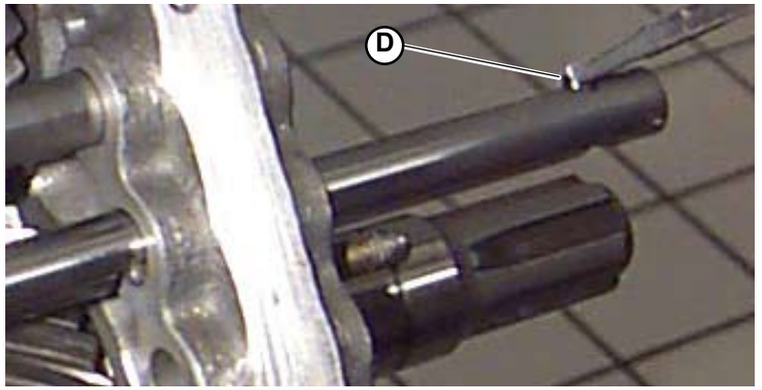

Fig.5
- Introduce the dowel in the orthogonal hole towards the 3rd/4th gear through the gearbox 1st/2nd control rod seat (**D-Fig.5**).